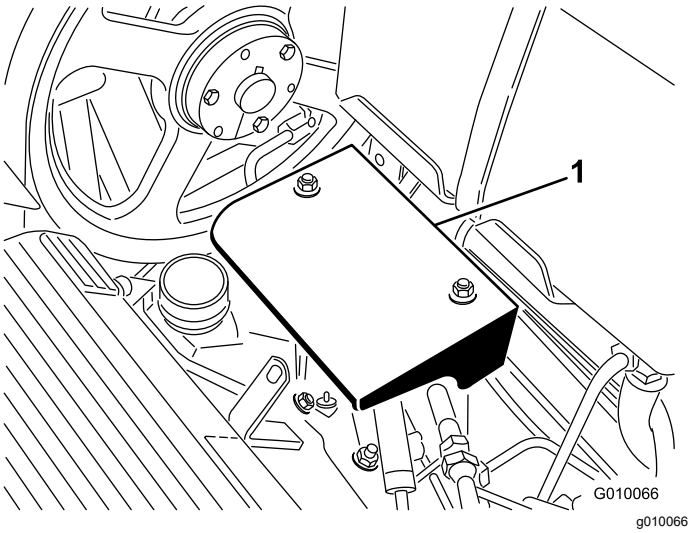

Figur 58
3. Fjern de 2 pumpeskærmmonteringsmøtrikker, og fjern skærmen (Figur 58).